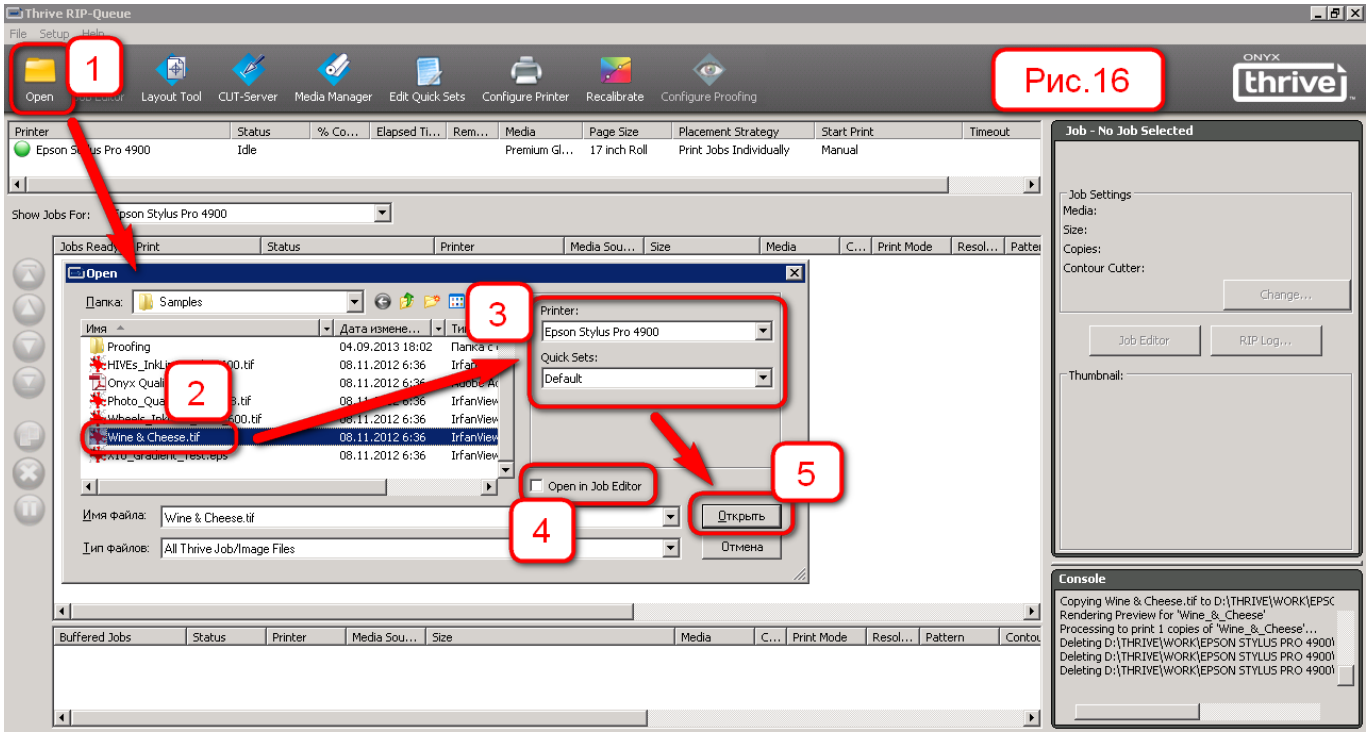

Рис.16
10. Прямая отправка задания на печать. Это самый простой и самый быстрый способ печати из RIP Onyx (рис.16). В основном окне RIP-а надо нажать кнопку **«Открыть»**, выбрать файл для печати, выбрать принтер и настроенный QuickSet, убрать галку с чекбокса **«Открыть в JobEditor»** (о работе с JobEditor-ом см. **пункт 14**) и нажать кнопку **«Открыть»**.
- при открытии работы из основного окна RIP-а (поставив галку в чекбокс **«Открыть в JobEditor»**, см. пункт 10, рис.16);